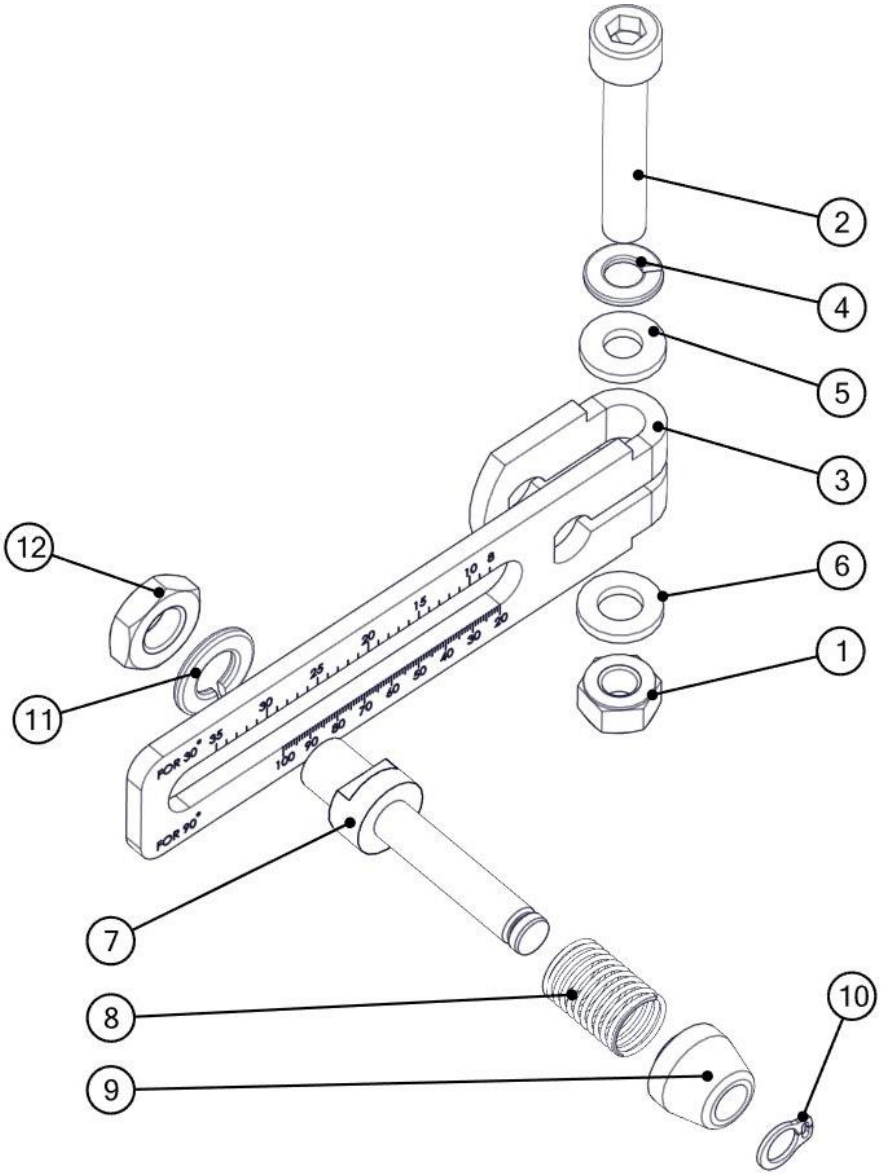

Figure 1: Linear scale assembly
3. Assemble the linear scale assembly as shown in the figure 1.